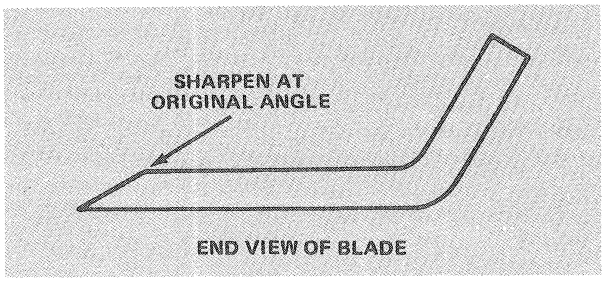

Figure 33
5. Using a file, sharpen cutting edge at both ends of the blade (Fig. 33).
IMPORTANT: Sharpen top side of blade and maintain original cutting angle to assure a sharp cutting edge (Fig. 33). The blade will remain balanced if same amount of material is removed from both cutting edges.